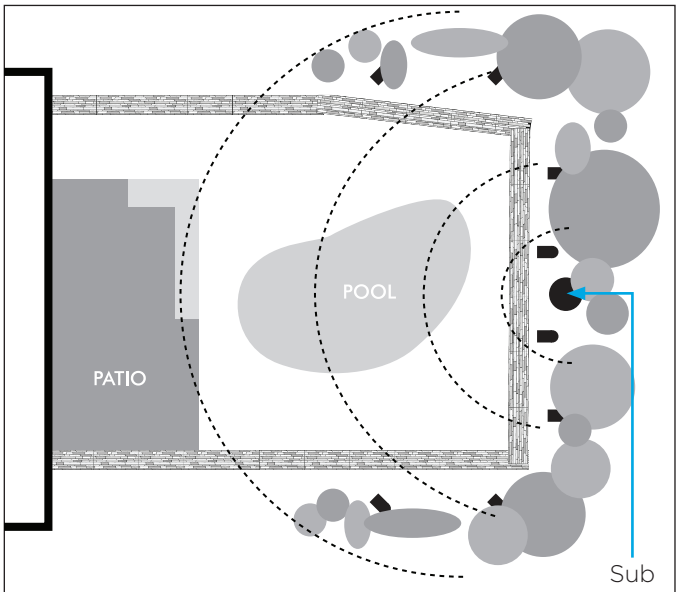

Figure 1: Subwoofer Placement
1. Select a central location for the subwoofer if using only one (see Figure 1). If using multiple subs, select locations that are the same distance from the main listening area. Sonance recommends one SLS sub installed after every four to five satellites in a chain.